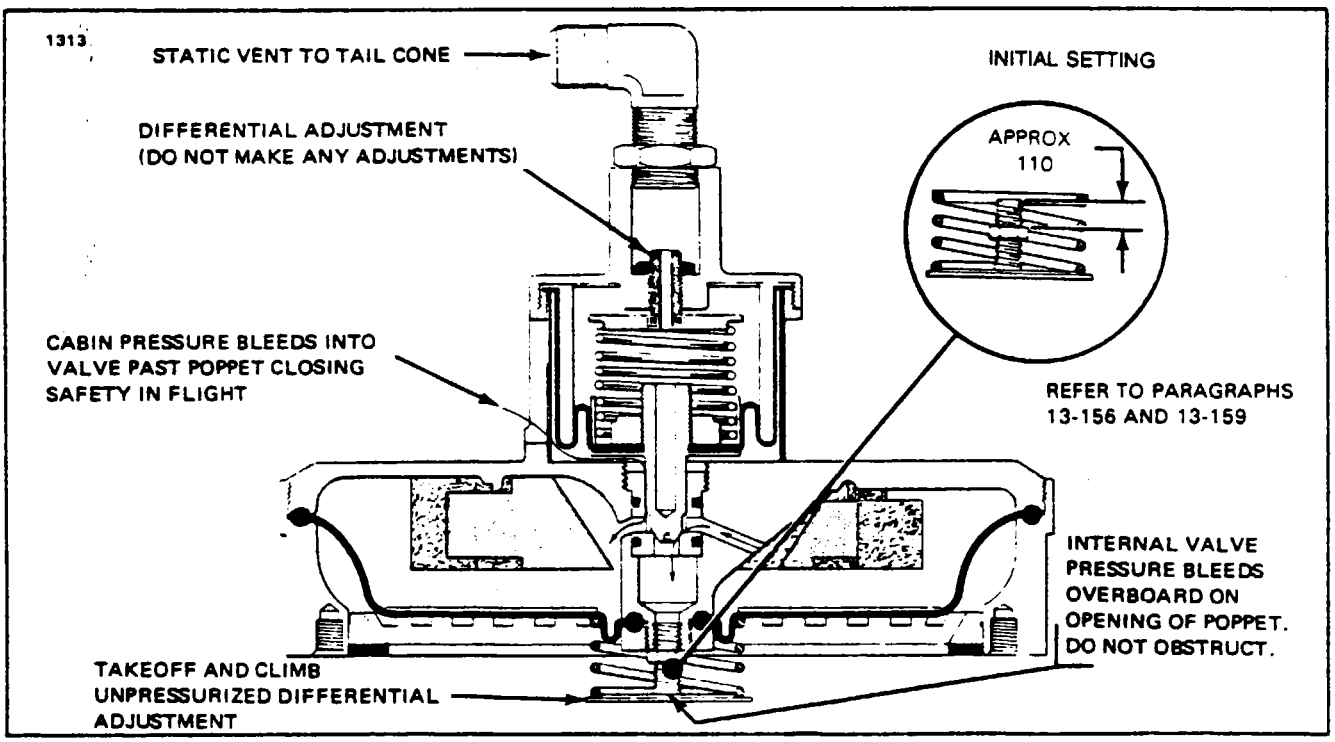

Figure 13-58. Safety Valve
a. The safety valve diaphragm spring assembly should be adjusted so that from the top of the jam nut to the top of the threaded portion should be approximately .110 ± .3 of an inch. Install the spring assembly into the safety valve three full turns; then tighten the jam nut 4 to 8 inch-pounds. (Refer to Figure 13-58.)